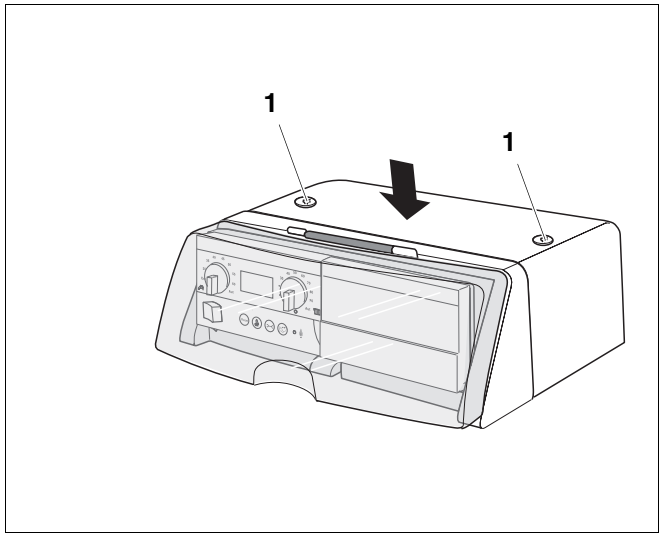

Abb. 37 Abdeckhaube montieren
- Abdeckhaube am Regelgerät (Abb. 37) in den Führungsschienen nach unten führen.
- 2 Schrauben (Abb. 37, **Pos. 1**) am Gehäuse eindrehen.